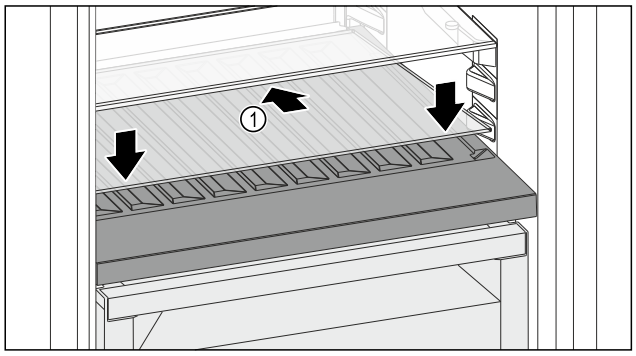

Fig. 131
▶ Glasplatte *Fig. 131 (1)* schräg und nach hinten unten geneigt ansetzen.
▶ Glasplatte *Fig. 131 (1)* vorne absenken.